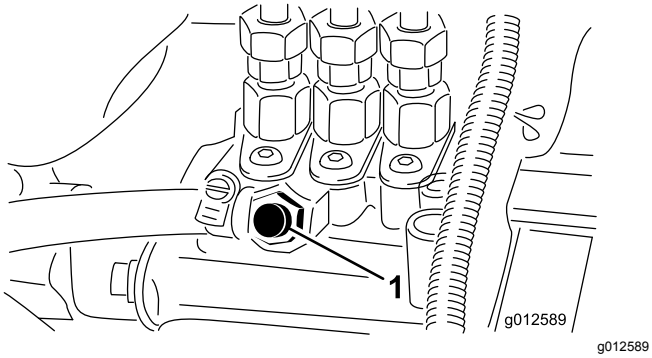

Figuur 28
5. Draai de ontluchtschroef op de brandstofinjectiepomp open (Figuur 28).